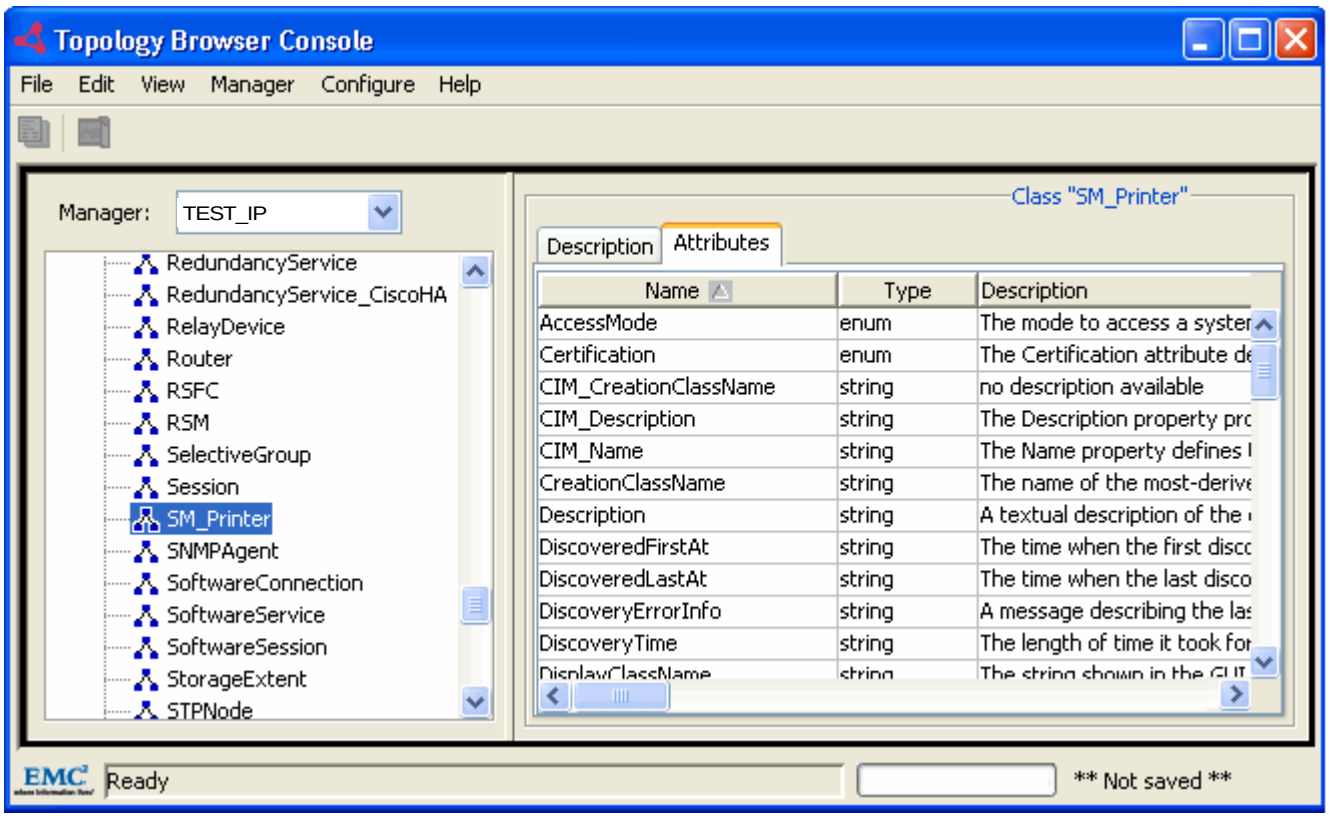

Figure 2 SM_Printer class in topology of TEST_IP
4. In the Topology Browser Console, verify that the SM_Printer class has been added, as shown in Figure 2 on page 29.